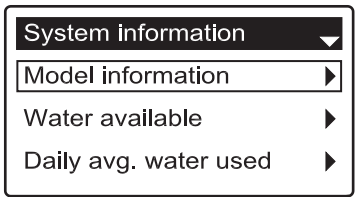

FIG. 44
3. Press the SELECT (○) button to display the System information menu (See Figure 44).
7. When finished viewing an information screen, press the SELECT (○) button. The display will go back to the System information menu (Figure 44). It will also reset automatically if no buttons are pressed for 4 minutes.